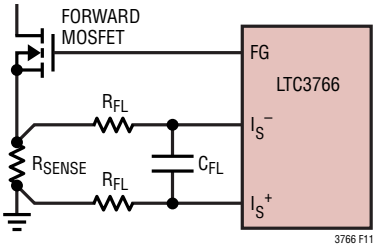

Figure 11. Using a Current Sense Resistor
When using a current sense resistor, the I_S^+ and I_S^- pins operate differentially and the maximum peak current threshold is approximately 75mV. Normally, the current sense resistor is placed in the source of the forward MOSFET, as shown in Figure 11. Depending on PCB layout and the shielding of the traces going to the I_S^+ and I_S^- pins, it is sometimes necessary to add a small amount of filtering as shown in Figure 11. Typically, values of R_{FL} = 100Ω and C_{FL} = 200pF to 1nF will provide adequate filtering of noise pickup without substantially affecting the current loop response.
1. The accuracy of the current sense resistor and/or current sense transformer. For resistor sensing, the accuracy of the current sense resistor is normally 1%. For sense resistors less than 2mΩ, however, the parasitic inductance can cause a significant error in the sensed current. This error can be eliminated by adding an RC filter as shown in Figure 11.